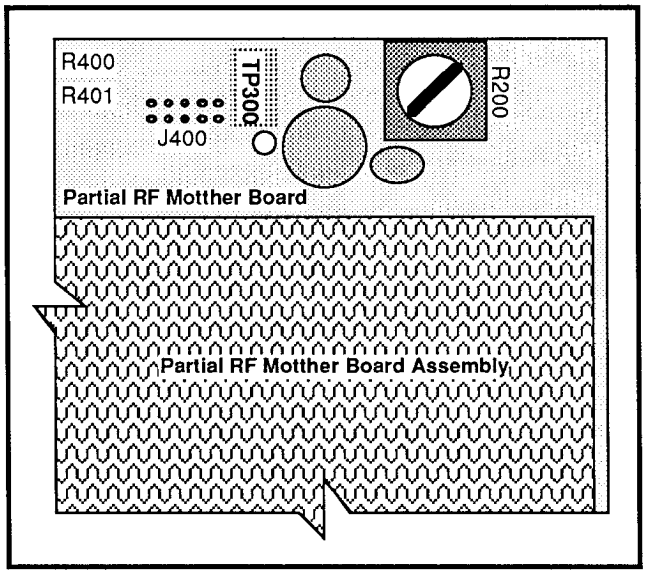

Figure 4-3. Location of TP300 on the RF Mother board.
c. Monitor TP300 on the RF Mother board with the voltmeter. See Figure 4-3 for the location of TP300 on the RF Mother board.